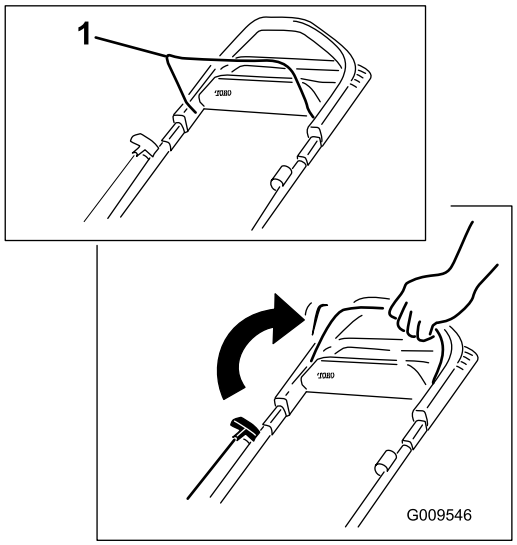

Figur 17
1. Håll knivstyrstången mot handtaget Figur 17).